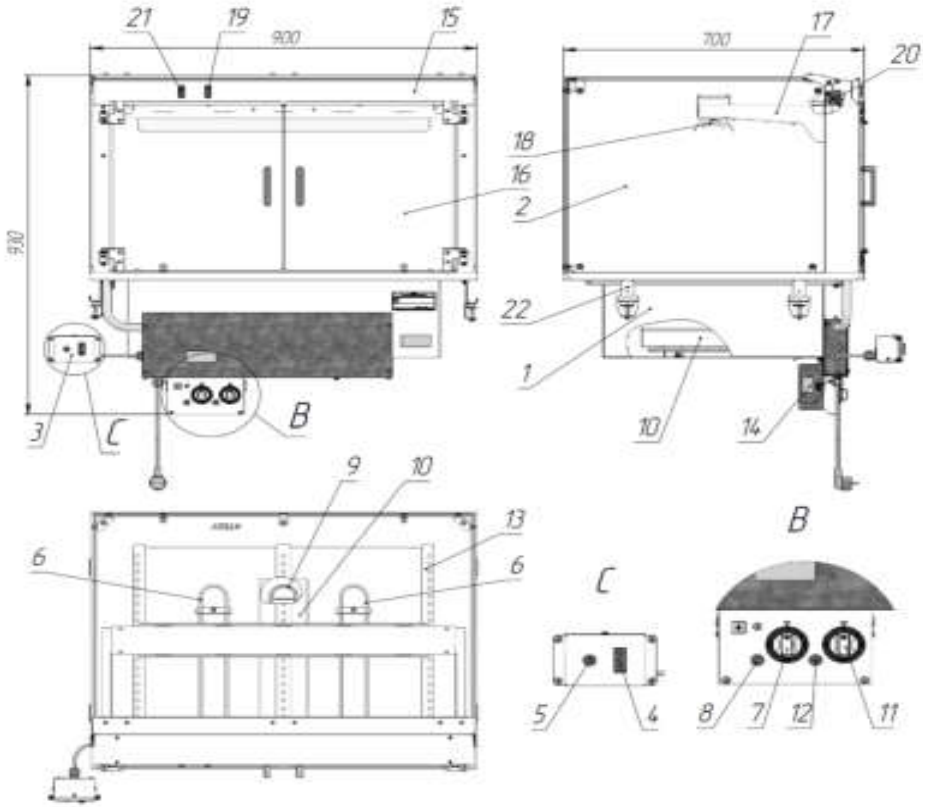

Рис.1
1.3.2.1 Изделие, см. рисунок 1, состоит из ванны поз.1 и верхней стеклянной камеры поз.2. Включение витрины осуществляется при помощи пульта управления поз.3, с установленным на нем выключателем поз.4. Лампа поз.5 сигнализирует о том, что изделие находится под напряжением. В ванну поз.1 устанавливаются стандартные гастроёмкости GN 1/1 глубиной не более150 мм. Гастроёмкости в комплект поставки не входят. Подогрев продуктов в гастроёмкостях осуществляется включением двух крайних ТЭНов поз.6, регулировка которых осуществляется с помощью поворота ручки терморегулятора поз.7. Лампа поз.8 сигнализирует о работе двух крайних ТЭНов. Над средним ТЭНом поз.9 устанавливается ванночка поз.10, наполненная водой. Нагрев воды в ванночке осуществляется с помощью среднего ТЭНа поз.9. С помощью ручки терморегулятора поз.11 регулируется температура воды в ванночке. Лампа поз.12 сигнализирует о работе среднего ТЭНа. Для установки гастроёмкостей используются съёмные перегородки поз.13 (3 шт.), в которых установлены ползунки, передвижением которых регулируется подача влаги в верхнюю камеру при работе среднего ТЭНа. Предотвращение аварийной ситуации обеспечивает термоограничитель поз.14, который отключает работу ТЭНов при нагреве ванны до температуры более 130°С. Верхняя камера витрины состоит из стекла, что позволяет клиентам рассмотреть готовые продукты с разных сторон, П-образной полки поз.15 и распашных дверок поз.16. На П-образной полке расположены кронштейны поз.17 (2 шт.), на которых установлены керамические инфракрасные излучатели поз.18 (2 шт.). Включение излучателей осуществляется выключателем поз.19. Предусмотрена подсветка верхней камеры светодиодным светильником поз.20, для включения которой используется выключатель поз.21. Для удобства проведения гигиенической очистки стеклянной камеры от конденсата и жира предусмотрен поворот верхнего стекла камеры до вертикального положения. При установке тепловой витрины на столешницу тумбы предусмотрены кронштейны поз.22 для её фиксации.